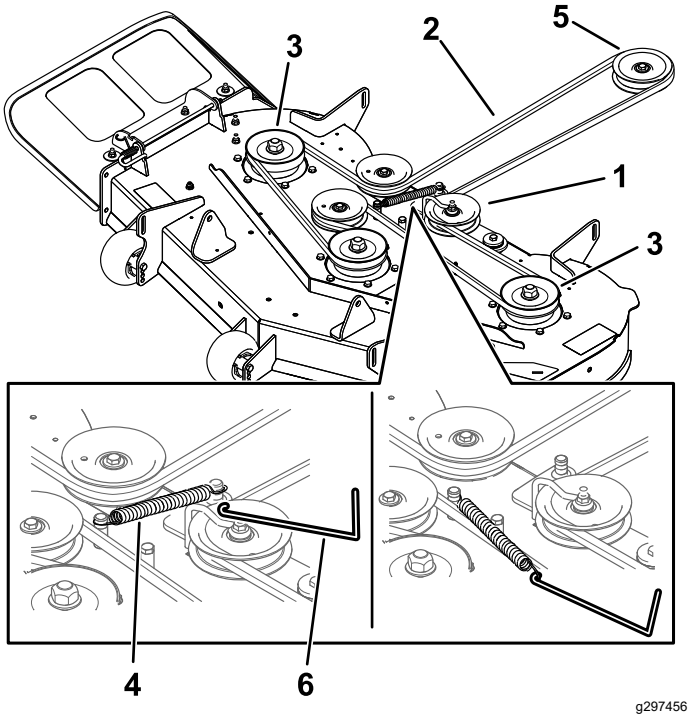

Figur 62
7. Bruk et fjærfjerningsverktøy (Toro-delenr. 92-5771) til å fjerne ledefjæren fra klippeenhetskroken for å fjerne spenningen på lederullen. Dra så remmen av lederullen og remskivene (Figur 62).
8. Legg den nye remmen rundt motorremskiven og klipperskiven (Figur 62).
9. Bruk et fjærfjerningsverktøy (Toro-delenr. 92–5771) til å montere ledefjæren over klippeenhetskroken, og tilfør spenning til lederullen og klipperremmen (Figur 62).